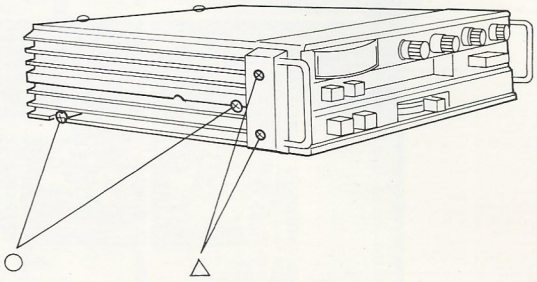

Figure 1
Remove six screws marked "○" as shown in Figures 1 and 2.
(2) Remove six screws marked "△" as shown in Figures 1, 2, and 3.